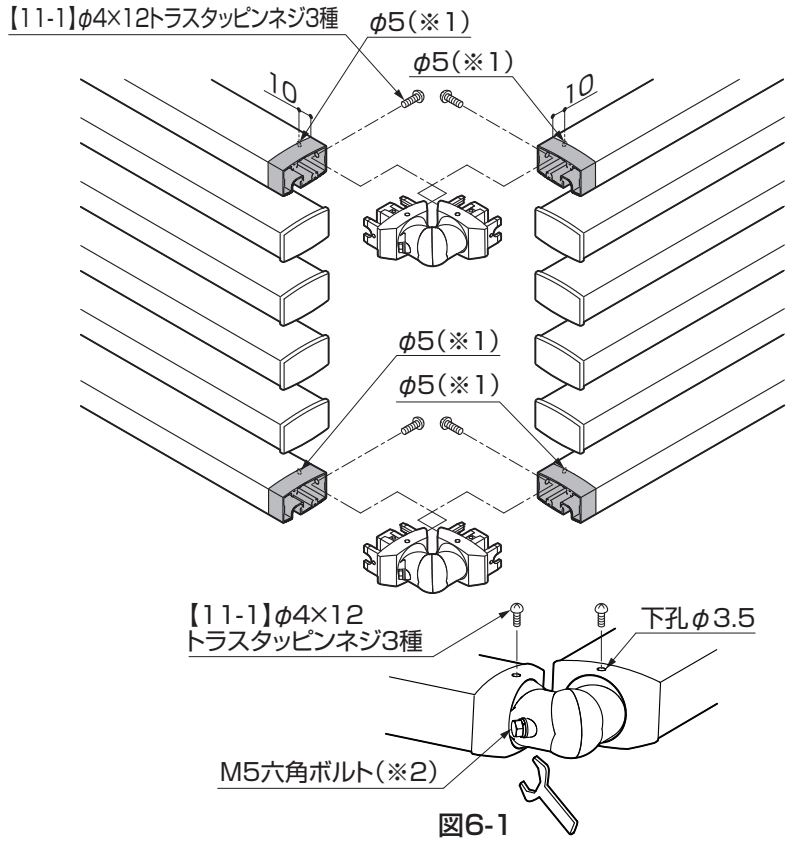

図6-1
②全て正しく施工していることを確認した後、（※2）のボルトと【11-1】で自在コーナー継手を固定してください。(図6-1参照)